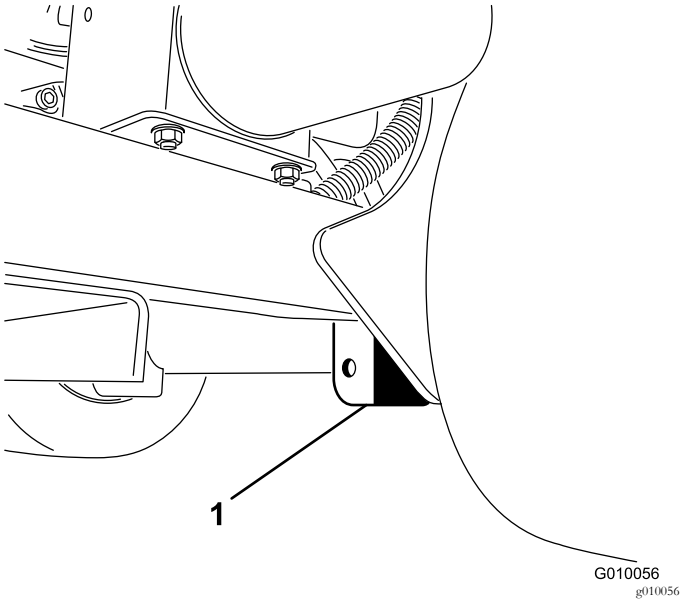

Figur 41
3. Plasser jekken trygt under rammeplaten, rett på innsiden av bakhjulet (Figur 41).